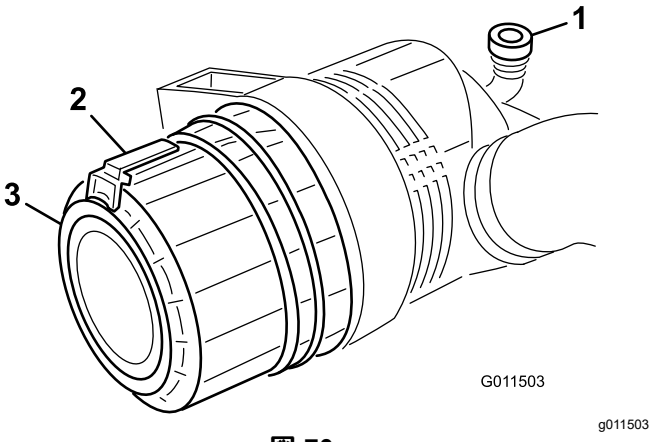

図 70
1. ラッチを引いて外し、カバーを左にひねってボディーからはずす図 70。